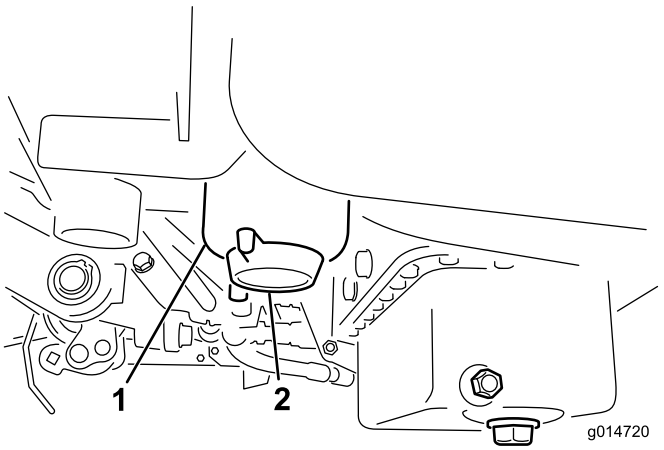

Figuur 33
3. Open de aftapplug op het brandstoffilter ongeveer één slag en tap eventueel water af (Figuur 33). Draai de plug weer dicht na het aftappen.